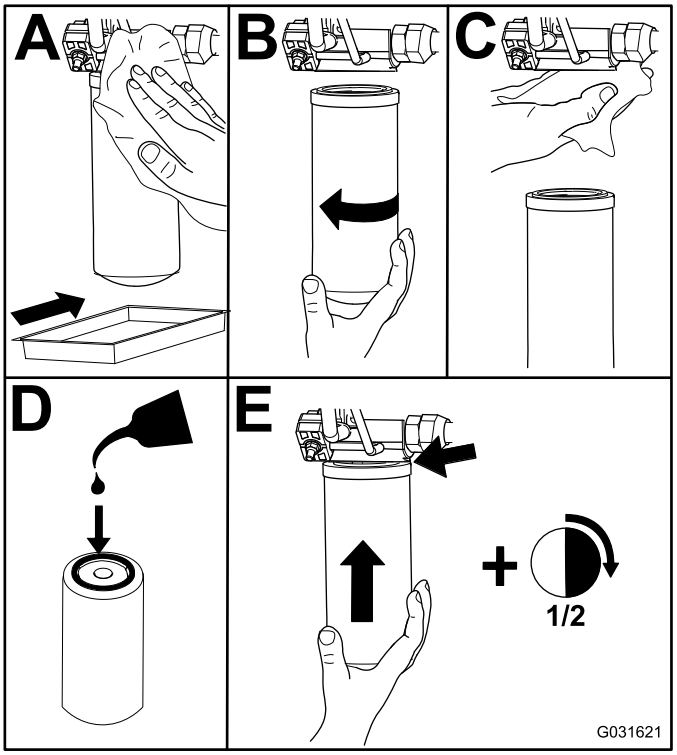

Figur 73
2. Udskift hydraulikfiltrene (Figur 73).